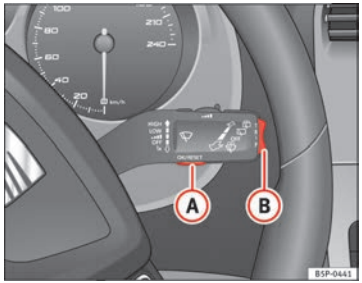
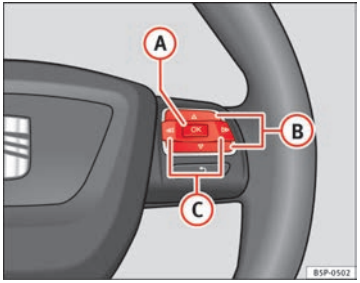

Fig. 44 Windscreen wiper lever: button A to confirm the menu selection and rocker switch B to change the menu
Fig. 45 Steering wheel controls: button A to confirm the menu selection and switch B to change the menu
– Press button (A) on the windscreen wiper lever. The **Configuration** menu is opened. ▶
– To access the “Configuration” menu, press button (C) ⇒ Fig. 45 until the menu is displayed. Now you are in this menu.
– Select option **Winter tyres** using switch (B).
– Press the button (A). The menu **Winter tyres** is opened.
– Use button (B) to select the option **+10 km/h** or **-10 km/h** and press button (B) to either increase or decrease the speed displayed.
– Use switch (B) to select the menu point **On / Off** and press the button to switch the speed warning on or off. If the speed warning is deactivated, three dashes will be displayed **---**
– To change from one memory to another, briefly press button A ⇒ Fig. 44 ⇒ page 67 on the windscreen wiper lever or the OK button on the multifunction lever ⇒ Fig. 45 ⇒ page 67 while the ignition is switched on. ▶
The following data can be viewed on the multifunction display using the rocker switch (B) ⇒ Fig. 44 ⇒ page 67 on the windscreen wiper lever or by pressing button △ or ▽ ⇒ Fig. 45 on the multifunction steering wheel*.
– Press button ▷ or ◁ on the multifunction steering wheel* ⇒ Fig. 45 until the **Vehicle Status** menu is displayed.